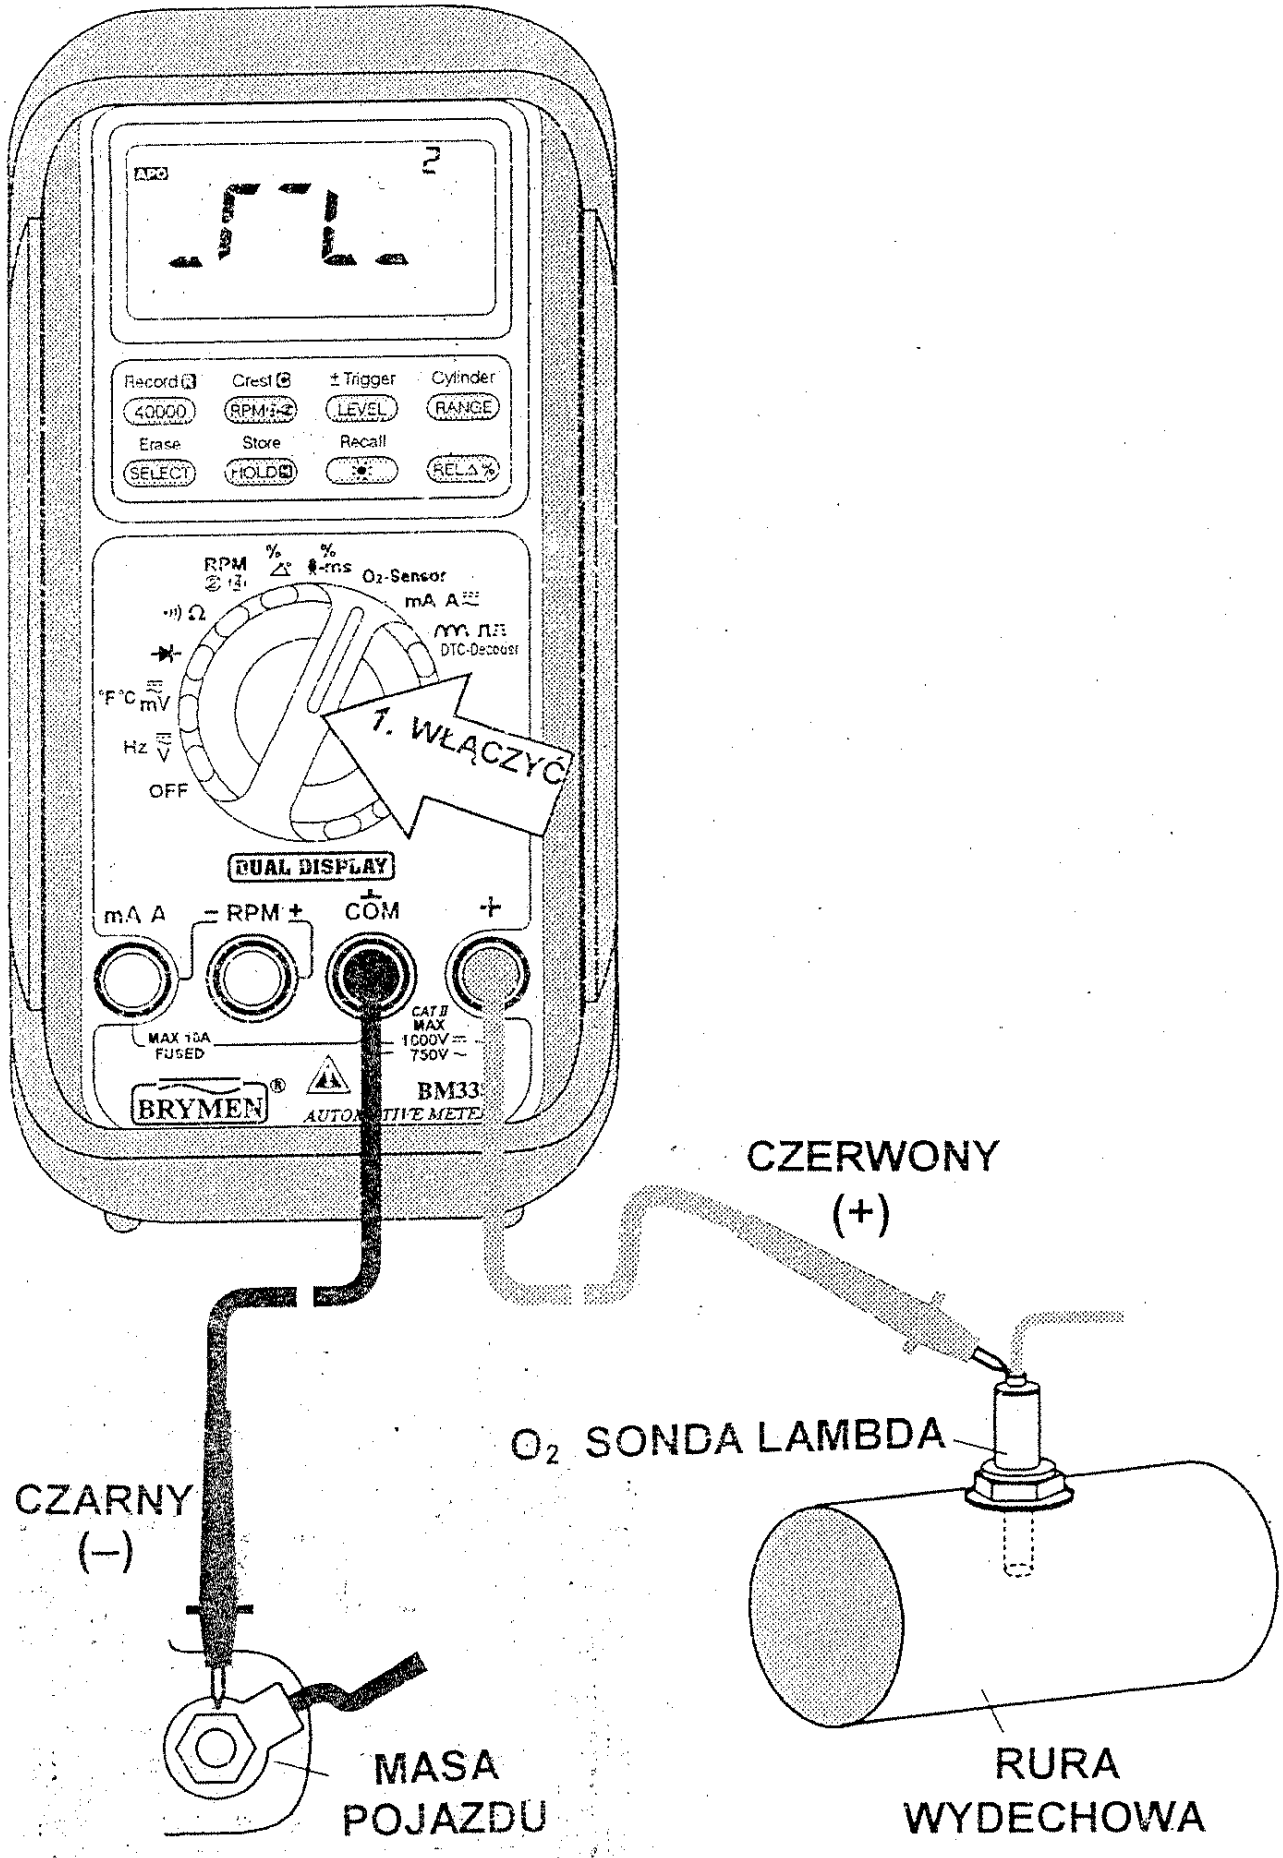

Rys. 11 O_2 Test sondy lambda
3) Dołączyć sondy pomiarowe do wyjścia sondy lambda zgodnie z rys. 11 i obserwować wskazanie wyświetlacza.